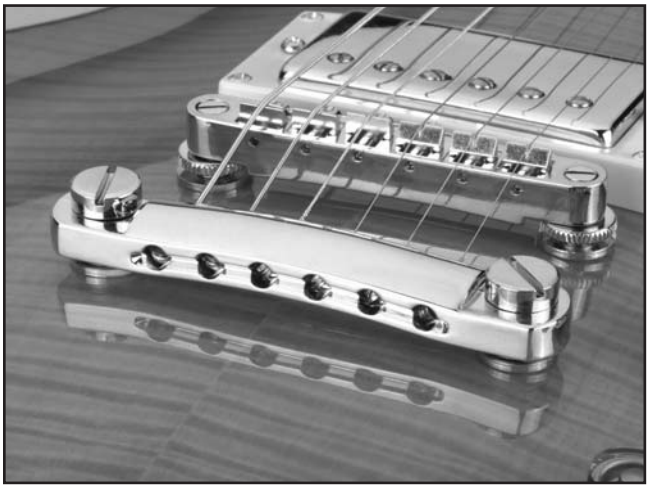

Figure 39. Adjusting the tailstop.
4. Check the angle of the strings between the bridge and the tailstop shown in **Figure 39**.